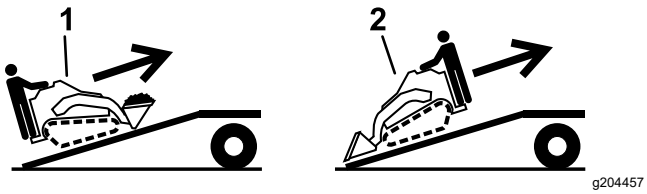

**Figura 28**
5. Cargue la máquina en el remolque por la rampa con el extremo más pesado hacia arriba, y la carga en la posición más baja posible (Figura 28).